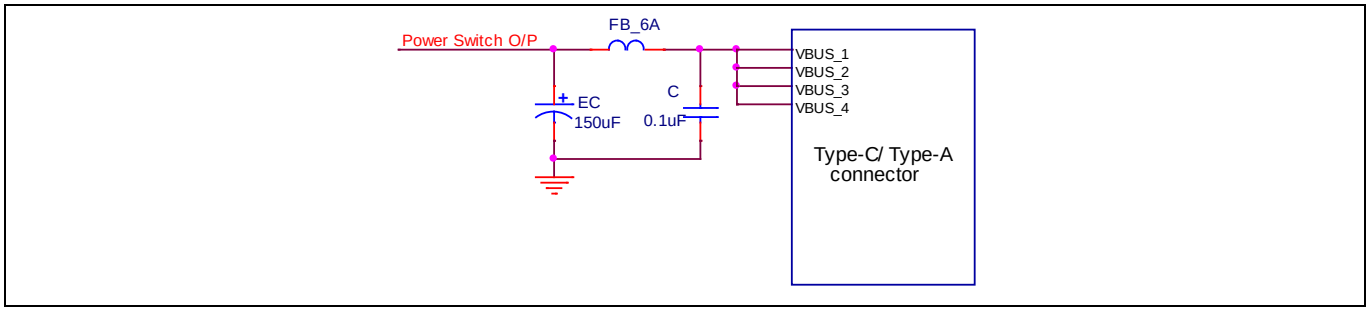
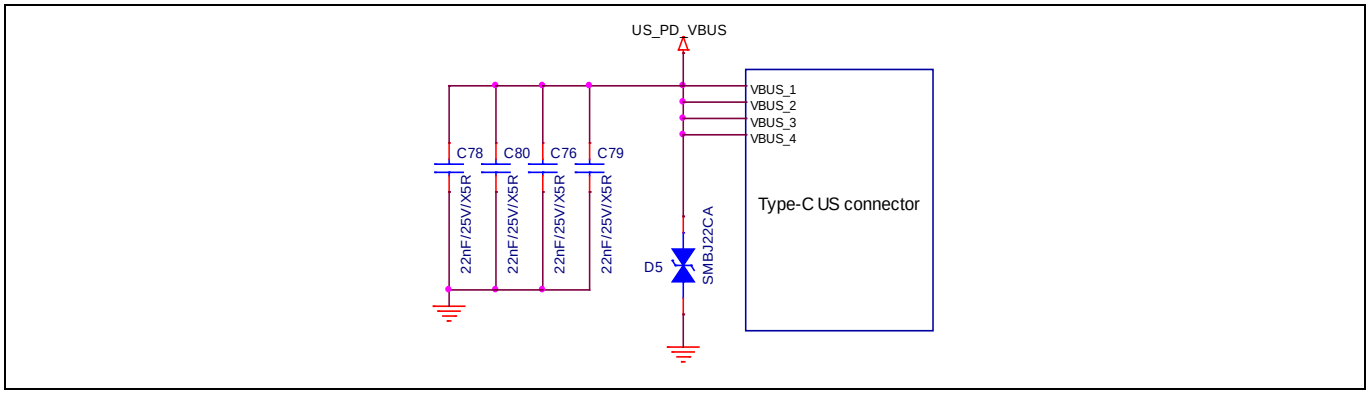

**Figure 21　DS2 から DS7 ポートの VBUS フィルタリング**
**Figure 22　US ポートの VBUS フィルタリング**
USB 仕様によると、最大負荷状態で安定した電圧を維持するために、すべてのダウンストリームフェーシングポート (DFP) は VBUS ピンに 120 µF の最小容量を持つ必要があります。アップストリームフェーシングポート (UFP) は、VBUS ピンに 10 µF 未満しか必要としません。インフィニオンのリファレンスデザインは、Figure 21 に示すように、DS ポートの VBUS ピンで最大 150 µF を使用します。HX3PD の US ポートはデュアルロールポートであり、DFP または UFP の役割を果たすことができます。US ポートは、ハブが US ポートに接続したデバイスを充電するときに DFP の役割を果たします。この状態では、PD レギュレータの出力の容量は、安定した VBUS 電圧を維持するために十分です。
HX3PD の US ポートと DS1 ポートには、PD 機能をサポートする PD レギュレータがあります。PD レギュレータ回路はこれらのポートに安定した VBUS を供給するため、高周波ノイズをさらに除去するには、Type-C コネクタの VBUS ピンに 22 nF の静電容量があれば十分です。さらに、Figure 22 に示すように、Vishey Semiconductors の TVS ダイオード SMBJ24CA-E3/52 を使用して、高電圧トランジェントをクランプアウトします。Figure 21 に、DS2 から DS7 ポートに使用されるフィルタリング回路を示します。
1. *DS1 ポートで使用される VBUS フィルタリング回路は、Figure 22 に示したものと同じです。*